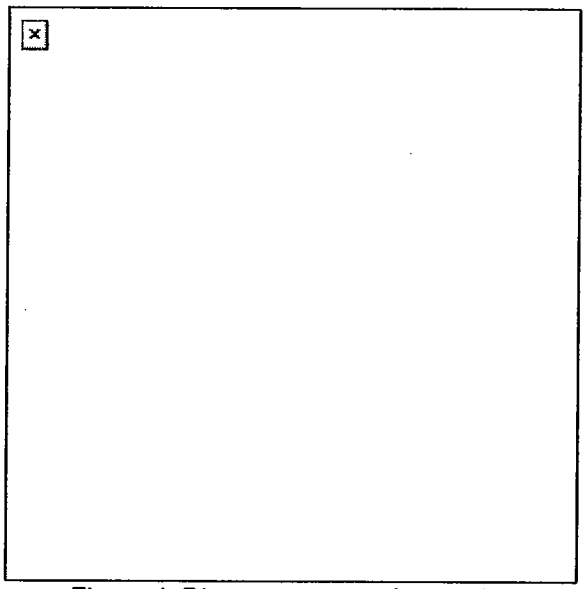

Figure 4. Disengagement of stow pin.
d. Disengage the stow pin (Figure 4) from the gun mount.